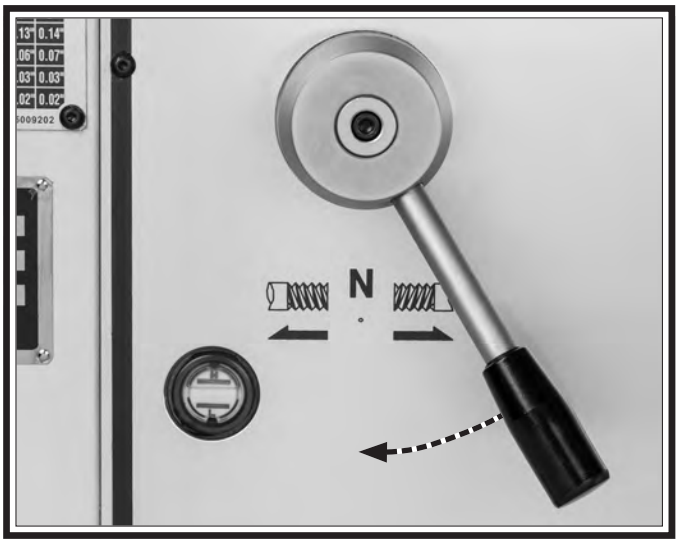

Figure 25. Feed direction lever.
12. Move feed direction lever (see **Figure 25)** to **N** (neutral position), to disengage gearbox and apron from headstock operations.